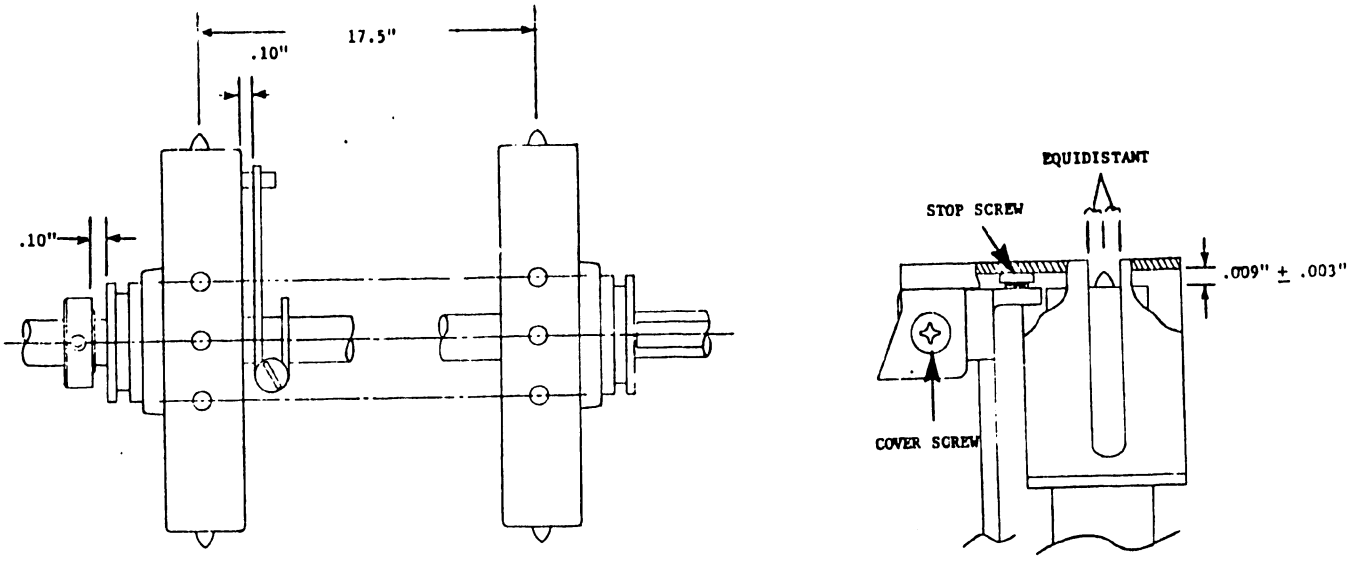

FIGURE 5-6 PAPER SPROCKET ADJUSTMENTS
5.3.5 *PAPER SPROCKET AND SPROCKET COVER ASSEMBLIES (FIGURE 5-6)*